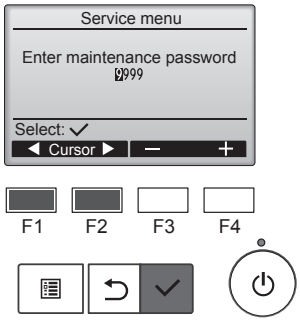

Fig. 7-2
① Select "Service" from the Main menu, and press the ☑ button.
② When the Service menu is selected, a window will appear asking for the password. (Fig. 7-2)